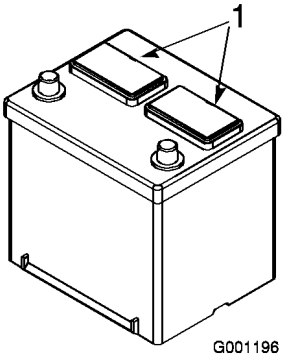

Figur 8
2. Rengör batteriets ovansida och ta bort luftarlocken (Figur 8).